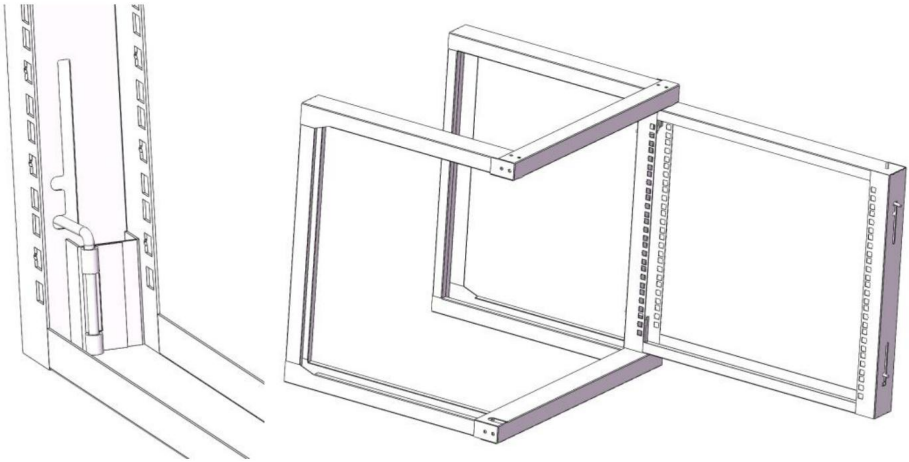

Rysunek 4
4. Umieść zestaw drzwi (3) na ramie w pokazanym miejscu, a następnie zablokuj prawą stronę 2 zatrzasków drzwi zestawu drzwi (3) na zębatce, jeden po drugim, upewniając się, że drzwi można płynnie otwierać i zamykać. Zobacz rysunek 4.
4. Plaats de deurset (3) op de aangegeven positie in het frame en vergrendel vervolgens de twee deursluitingen aan de rechterkant van de deurset (3) één voor één op het rek. Zorg ervoor dat de deur soepel kan openen en sluiten. Zie afbeelding 4.